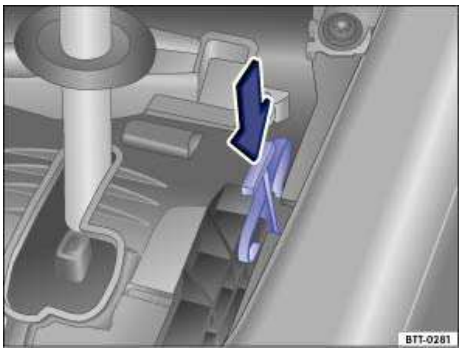

Fig. 158 Releasing the selector lever lock.
- Push the colored release lever ⇒ fig. 158 in the direction of the arrow and hold it in this position.